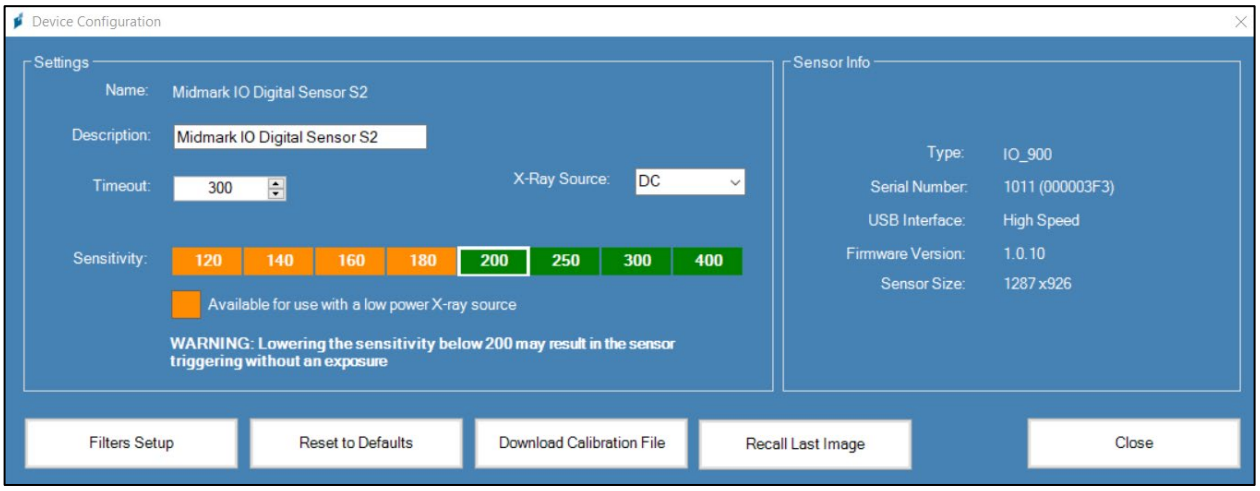

Figure 26. The Device Configuration Screen.
- The “Device Configuration Screen” opens. See Figure 26 below.